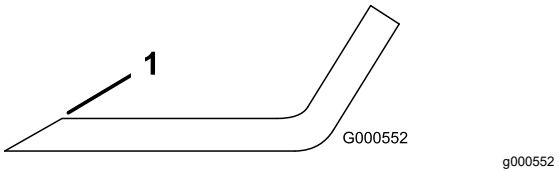

Figuur 79
1. Gebruik een vijl om de snijranden aan beide uiteinden van het mes te slijpen (Figuur 79).
Opmerking: Als het mes niet in balans is, moet u wat metaal afvijlen van het uiteinde van de vleugel (Figuur 79).